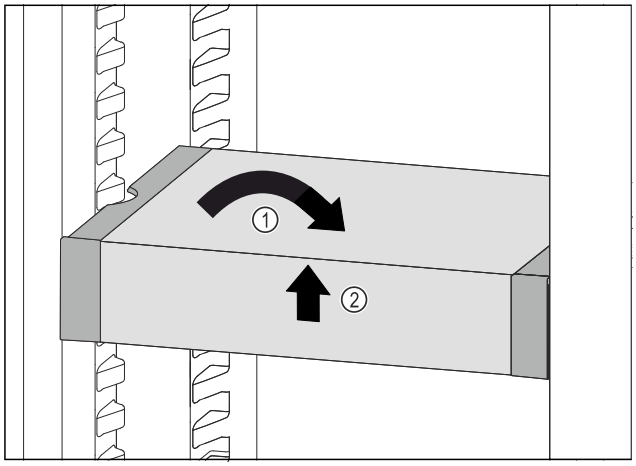

Fig. 108
▶ Poziționați drept VarioSafe. *Fig. 108 (1)*
▶ Ridicați în față VarioSafe. *Fig. 108 (2)*